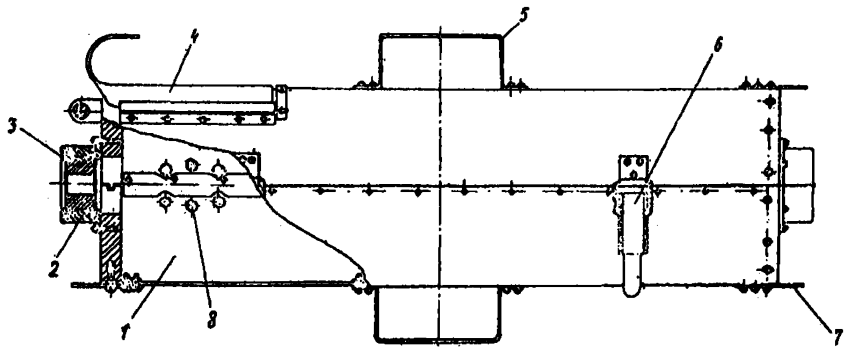

Рис.3. Внешний вид аппарата АСТО
32. Третий электромонтер, находящийся внизу, подготавливает к работе два аппарата, для чего открывает замки 6 (рис.3) и при помощи ручек 5 раскрывает аппараты. В обойму 2 устанавливает вкладыши 3, соответствующие диаметрам оттяжек, запирает замки аппаратов. Затем открывает крышки 4, заливает смазку в аппараты и закрывает крышки. Аппараты готовы к работе.